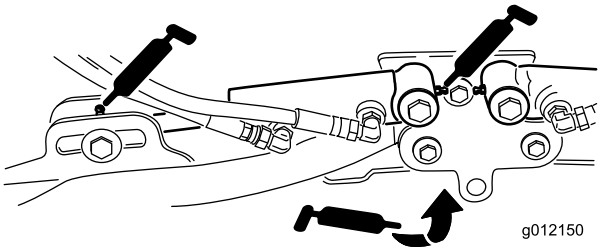

Figur 45
- Løftearmssylindere for klippeenheten (2 hver) (Figur 45)
- Løftearmsdreietapper (1 hver) (Figur 45)